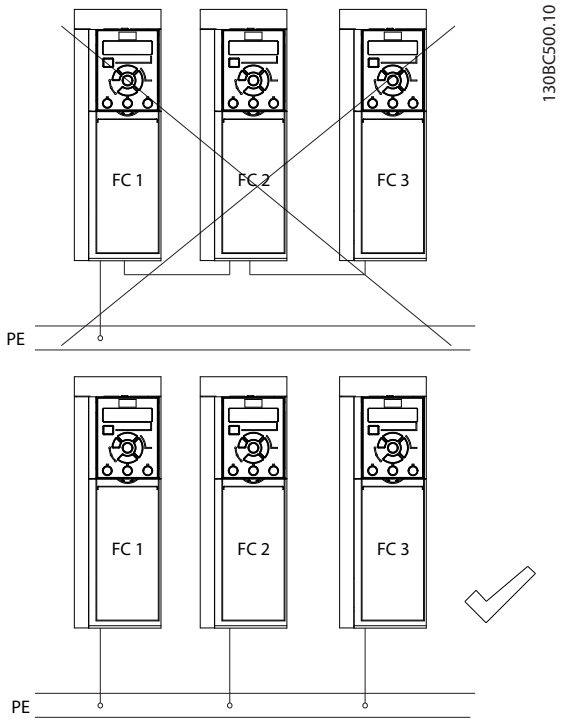

图 4.1 接地原理
- 请勿以菊花链方式将一台变频器的地线连接至另一变频器的地线上（如 *图 4.1* 所示）。